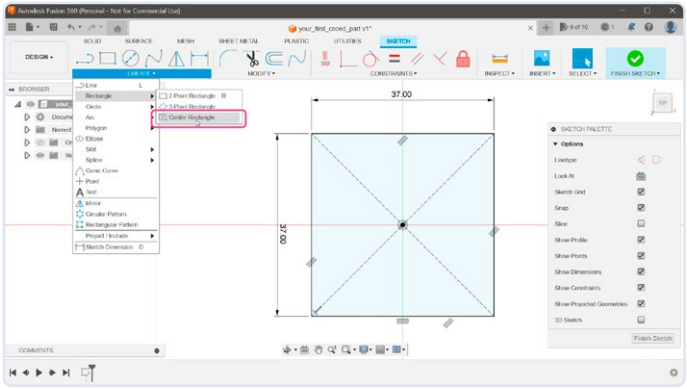

Figuur 2. De afmetingen van de rechthoek opgeven.
2. Met behulp van een schuifmaat heb ik gemeten dat de draai-encodermodule 37×37 mm groot is. We tekenen een rechthoek om de grootte van de print te visualiseren (**figuur 2**). Ga naar *Create → Rectangle → Center Rectangle*. Zodra het gereedschap actief is, plaats je het eerste punt in de oorsprong. Gebruik het toetsenbord om de maat (37) in te voeren, spring naar het volgende veld met de Tab-toets en voer de tweede waarde (ook 37) in. Druk op *Enter* om het proces te voltooien.